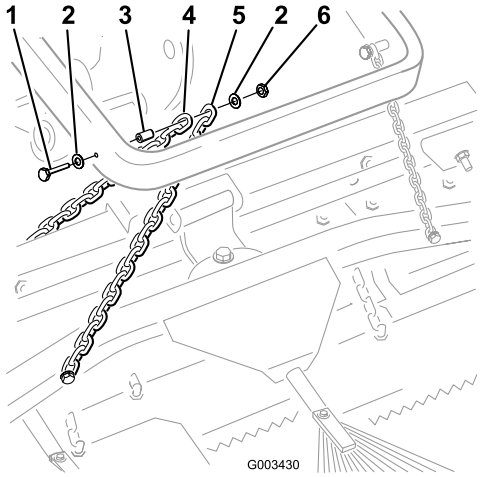

Bild 7
B. Befestigen Sie jede Kette mit einer Schraube (3/8 x 2-1/2 Zoll), 2 Scheiben (3/8 x 7/8 Zoll), einem Distanzstück und einer Bundmutter (3/8 Zoll) an der Seite des Hubarms, siehe Bild 7.